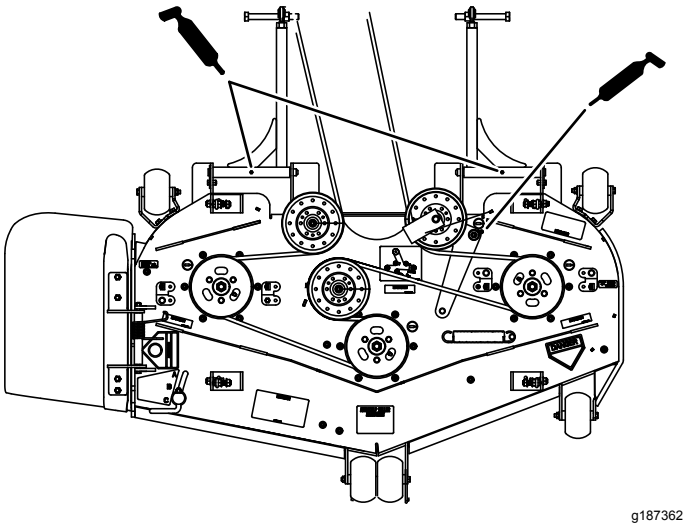
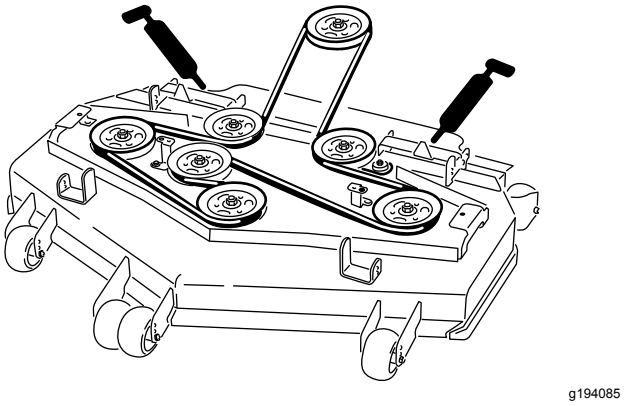

Figur 54
Figur 55
6. Smörj mellandrevsarmen på klippdäcket (Figur 54).
7. Smörj nipplarna på skjutarmarna (Figur 54 eller Figur 55).